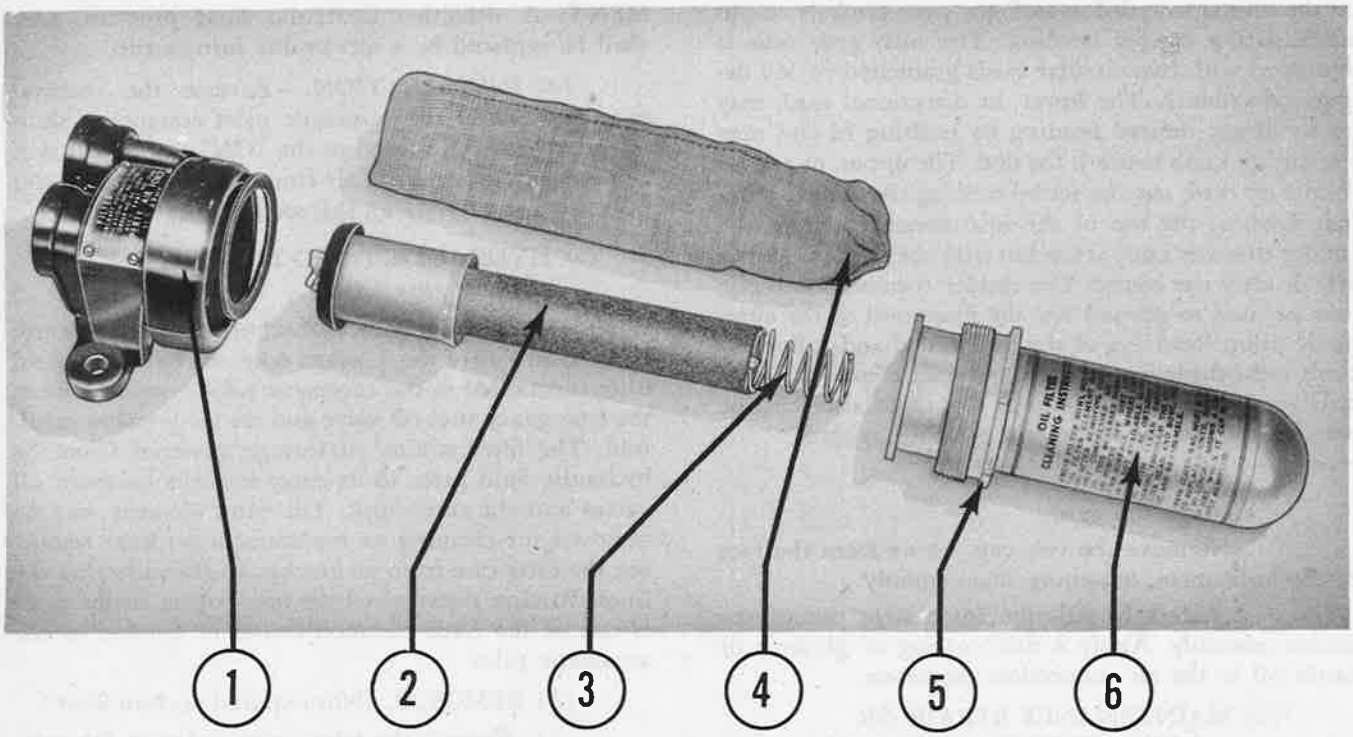

Figure 320—Automatic Pilot Hydraulic Fluid Filter
(5) HYDRAULIC FLUID FILTER. *(See figure 320.)*